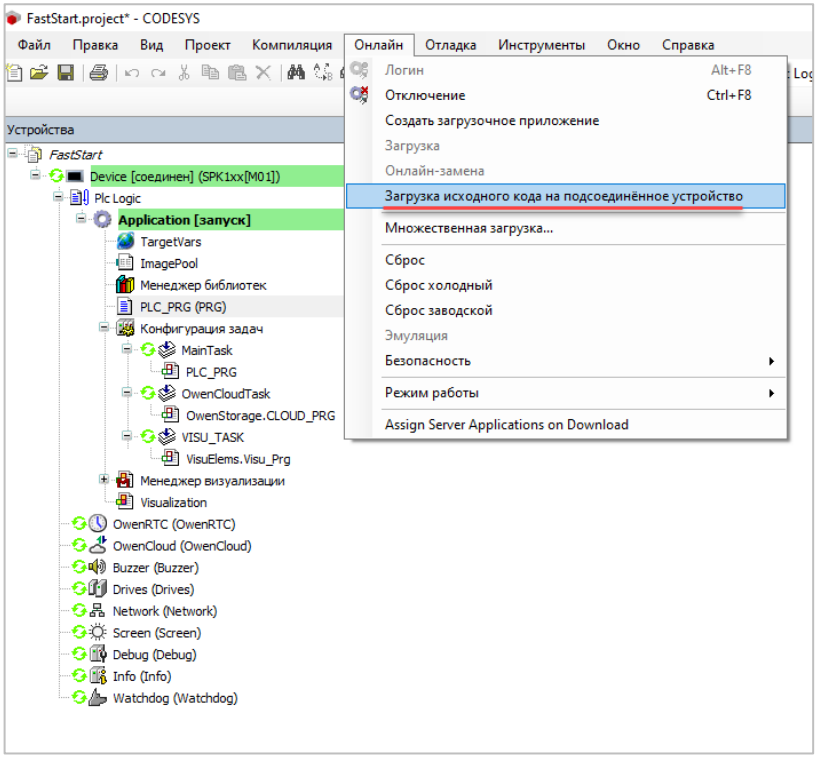
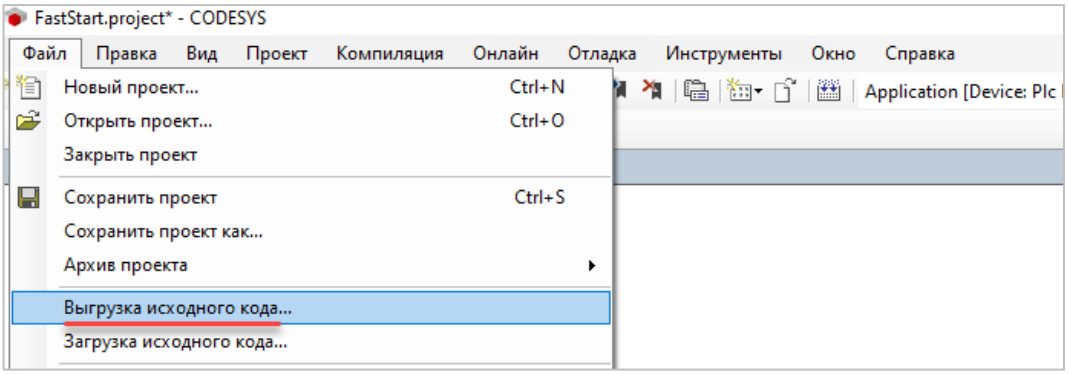

Рисунок 3.6.2 – Команда загрузки исходного кода проекта в контроллер
Рисунок 3.6.3 – Команда выгрузки исходного кода проекта из контроллера
- загрузка в контроллер «исходников» (файла формата .project) может быть выполнена с помощью команды **Загрузка исходного кода на подсоединенное устройство** из меню **Онлайн** (см. рис. 3.6.2). Для выгрузки этого файла в CODESYS нужно использовать команду **Выгрузка исходного кода** из меню **Файл** (см. рис. 3.6.3).